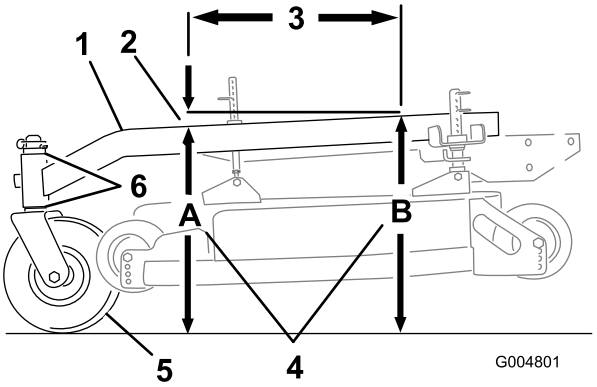

Figur 54
Bärramen måste ha en lutning på mellan 3 mm och 9 mm över längden 61 cm på bärramen (Figur 54).
1. Mät ut 61 cm på bärramen (Figur 54).
2. Mät bärramens höjd vid punkt **A** (Figur 54).
3. Mät bärramens höjd vid punkt **B** (Figur 54).
4. Höjden vid punkt **A** måste vara 6–10 mm lägre än vid punkt **B** (Figur 54).
5. Om bärramen är felinställd flyttar du svänghjulens distansbrickor för att få en lutning på 6–10 mm (Figur 54). Flytta distansbrickor ovanifrån eller underifrån för att få korrekt lutning.